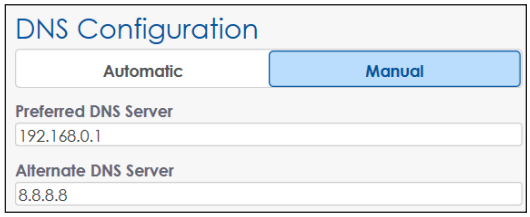

Figure 37: *Network - DNS Configuration*
- **Manual:** The VIP is manually configured to use a specific DNS server on the internet or on the network. This option is used when a DHCP server is not available on the local network or the network administrator wants to use a specific DNS server. Enter a **Preferred DNS Server** (primary server) and an **Alternate DNS Server**. The VIP will query the alternate DNS server address in the event that the primary server does not respond. Refer to **Figure 37**.